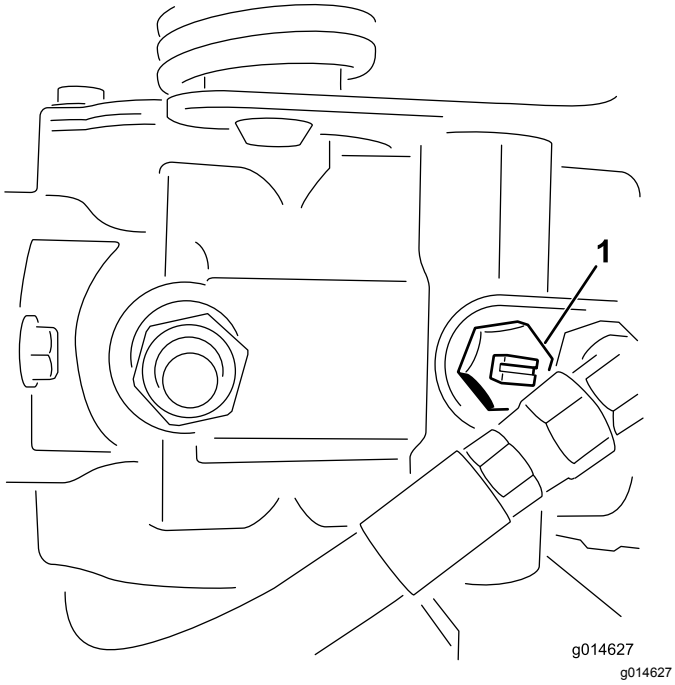

Figuur 42
1. Ga naar de omloopklep op de pomp en draai deze zodat de sleuf verticaal staat (Figuur 42).
2. Voordat u de motor start, moet u de omloopklep sluiten door deze zo te draaien dat de sleuf horizontaal staat (Figuur 42). U mag de motor niet starten als het ventiel open is.